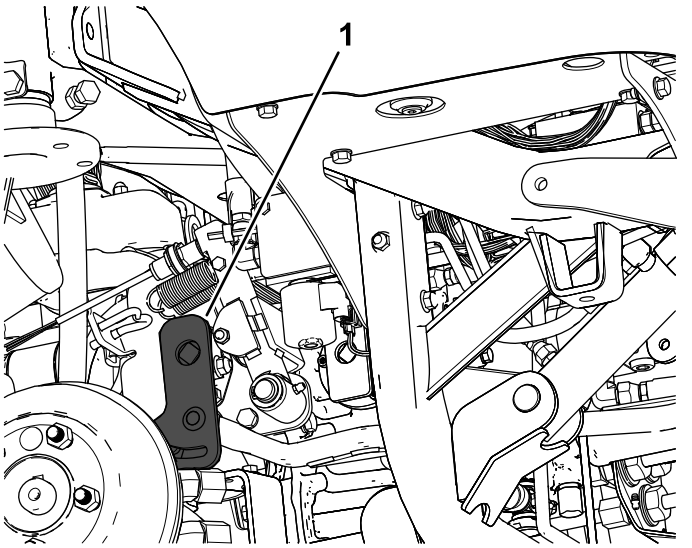

Figure 4
1. Locate and remove the traction-lever arm (Figure 4).